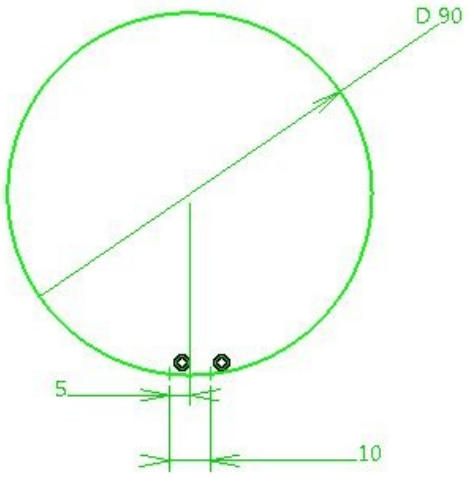

Figure 10-56 *Points placed on a circle for defining the closing point of the loft surface*
b. Draw sketches for the multi-sections surface, refer to Figures 10-56 through 10-58.
2. Place two points on the circle, as shown in Figure 10-56. These points will be used to create the guide curve and define the closing point for creating the loft surface later in this tutorial.